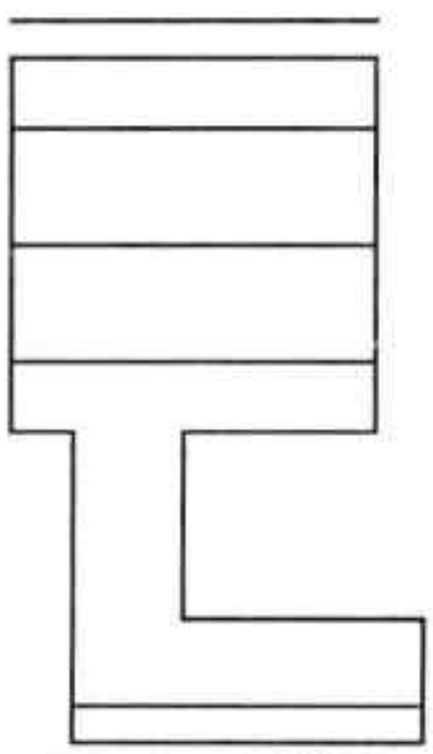

图21-84 修剪线段
Step 05 执行“修剪”命令，对线段进行修剪操作，如图 21-84 所示。